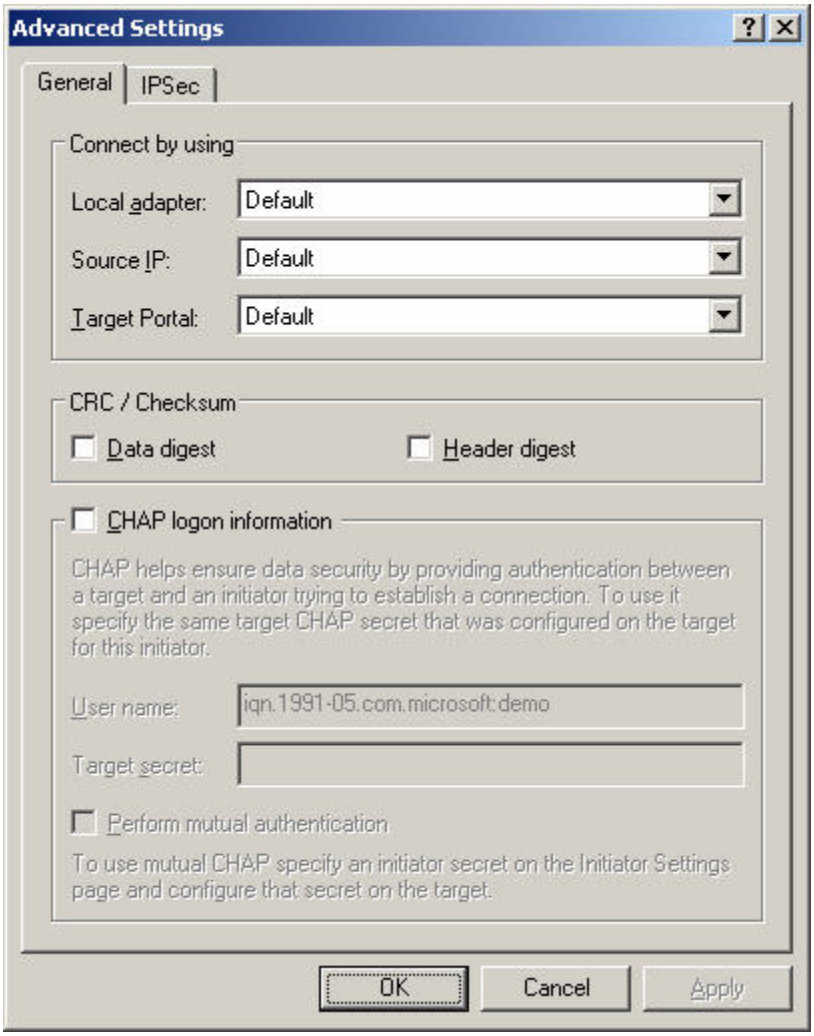

Figure D.6
7. Click **"Advance"** if CHAP information is needed. Please see Figure D.6.